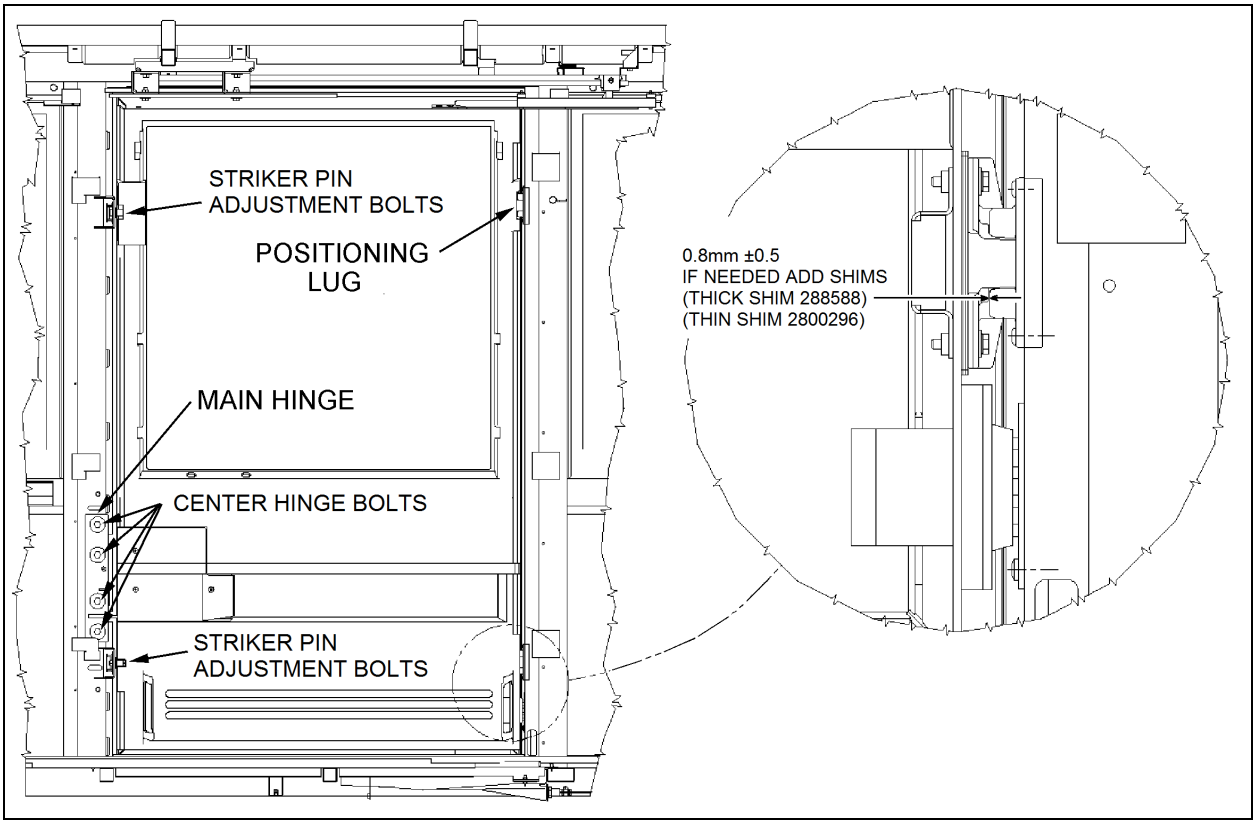

FIGURE 77: WCL SLIDING DOOR INSTALLATION 18739
2. Slide the top rail into the upper arm then bolt the rail to the structure. Do not fully tighten (Refer to Figure 77).